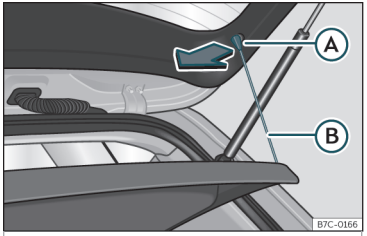

Fig. 105 In the luggage compartment: removing and fitting the shelf.
- Detach the cord loops»» **Fig. 105** Ⓑ from their hooks Ⓐ.
• Hook the loops>>> **Fig. 105** Ⓑ to the rear lid.